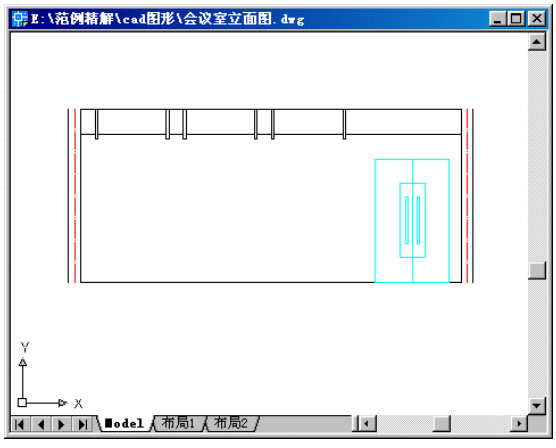

图 5-16　绘制门把手
9. 用【Rectangle】命令在合适位置绘制门把手，再用【Mirror】命令，以门缝线为镜像线，生成另一侧门把手，如图 5-16 所示。